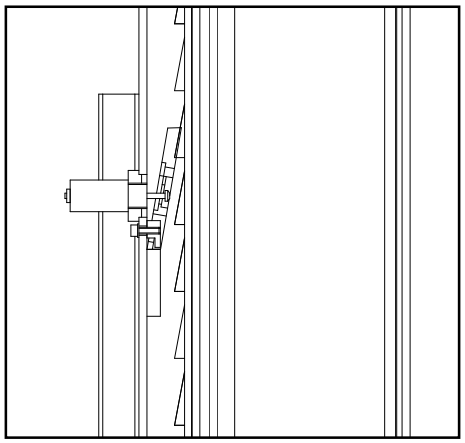

Fig. 15
• If the hydraulic cylinder breaks, the safety wedges will trip (Fig. 15), located inside the posts. The wedges are pushed by the spring and immediately stop the carriage preventing their descent.